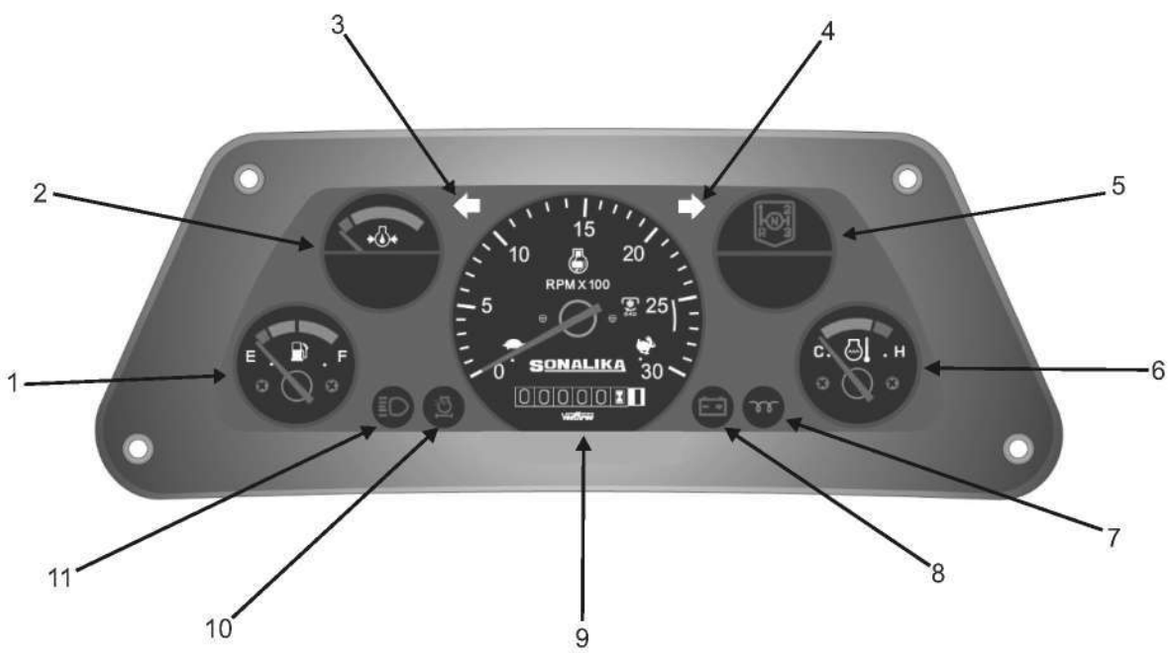

Рис. 3.2b
3.2.B ПАНЕЛЬ ПРИБОРОВ (ДЛЯ МОДЕЛИ 26) — РИС. 3.2B